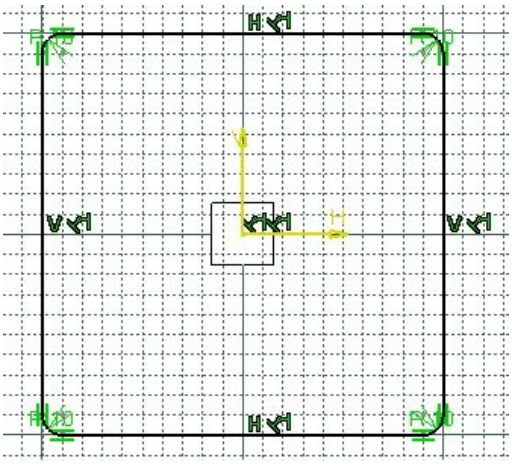

Figure 3-45 *The final outer loop of the sketch*
8. Similarly, fillet the other corners of the rectangle by following the procedure mentioned in preceding steps. The final outer loop of the sketch, after filleting all vertices, is shown in Figure 3-45.